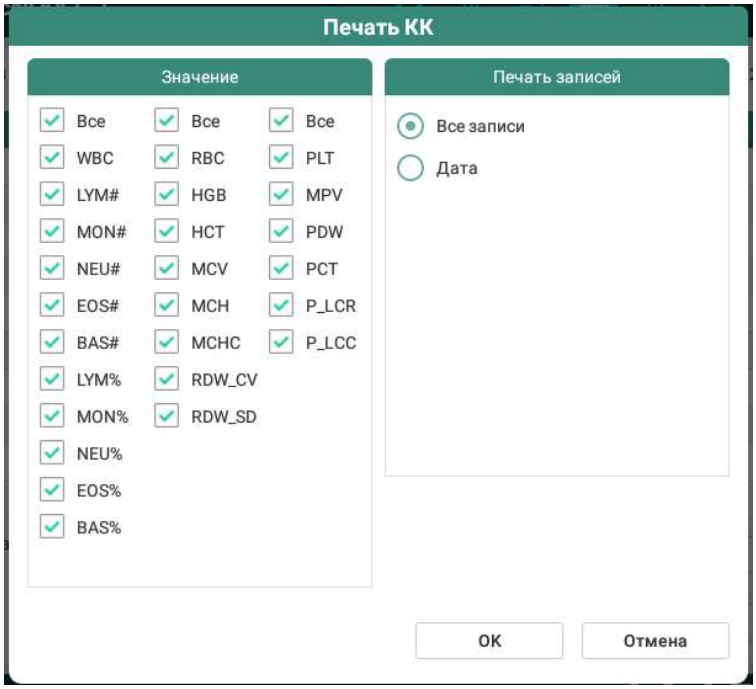

Рис. 10-1
2. Нажмите значок в правом верхнем углу. Отобразится всплывающее окно настройки печати КК, показанное на рис. 10-1. Выберите параметры, которые необходимо напечатать, и выберите печать всех записей или записей по введенной дате. Нажмите **Принять**, и анализатор напечатает